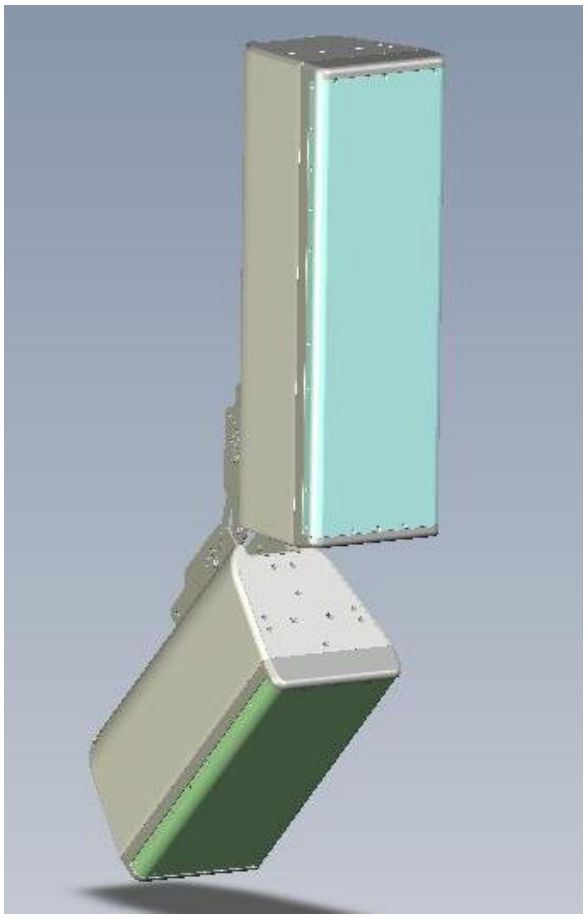

Figure 1  DF-IM down fill bracket
1. See the product view below. Figure 1
Figure 1 is a representation of a “long throw” 212IM with an ET- 60/40 high frequency horn. A 112IM is mounted below and has an ET105/60 high frequency horn. In the example shown in Figure 1 the 212IM is functioning as a long throw system while the 112IM is in a “short throw” configuration.